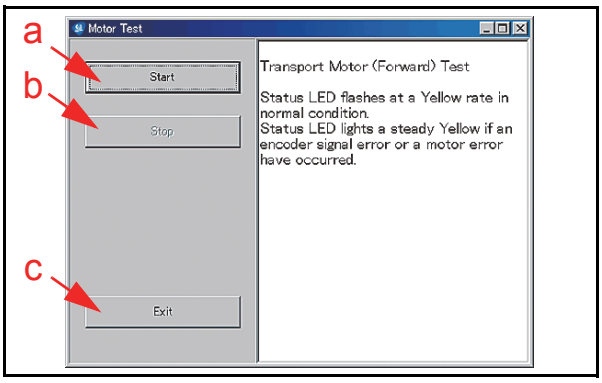

Figure 6-60 Transport Motor Normal Forward Test Screen
3. Mouse-click on the "Start" Screen Button (Refer back to Figure 6-60 a) to begin each Test.
5. Mouse-click on the "Stop" Screen Button (See Figure 6-60 b) to end each Test.
6. Mouse-click on the "Exit" Screen Button (See Figure 6-60 c) to return to the "**Test Item Select**" Screen.